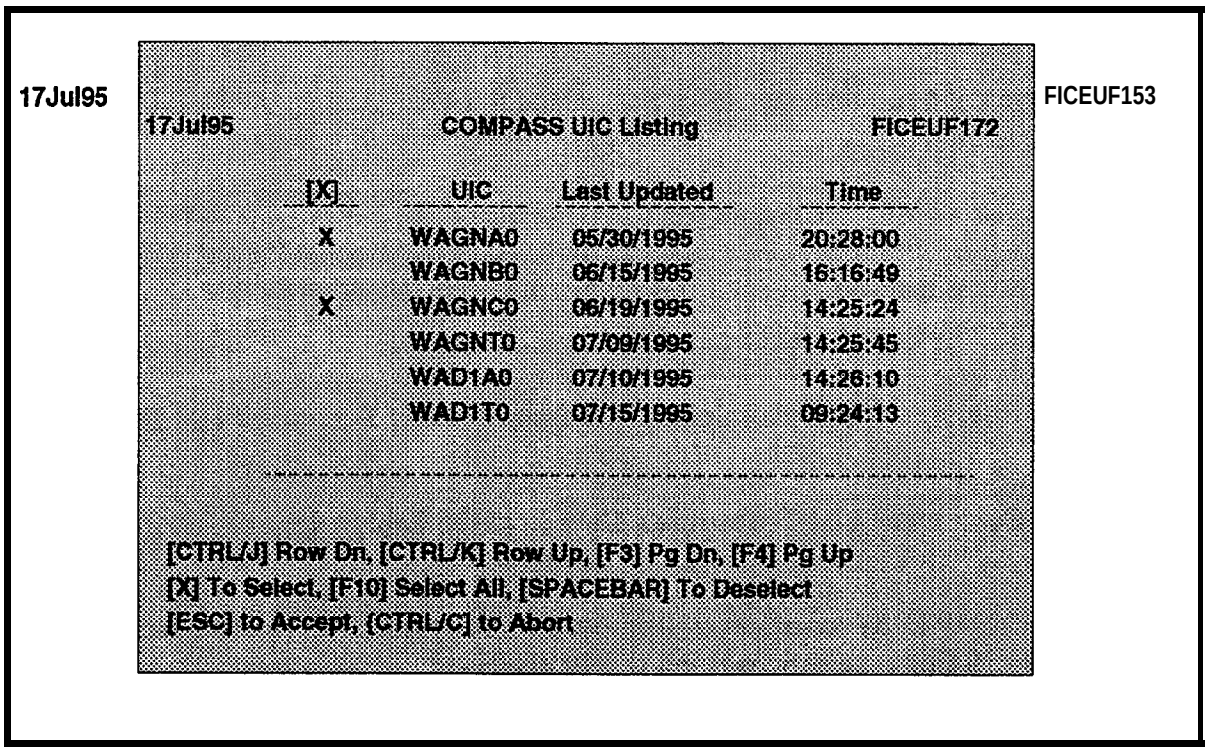

Figure 6-34. COMPASS UIC Listing Window
g. Enter the **UIC** of the unit you want to include in your COMPASS report, or press F6 to select one of more **UICs** from a list of available **UICs.** When you use F6, the COMPASS UIC Listing window will be displayed as shown in Figure 6-34. It shows the a list of available **UICs** and the date and time each UIC was last updated.
(1) Use the cursor control keys to highlight the desired UIC and press X to select it. Repeat this process, as necessary to select multiple **UICs.** As an alternative, you can press **F10** to select all **UICs.**
(2) The **SPACE BAR** can be used at any time to deselect any unit that was previously selected.